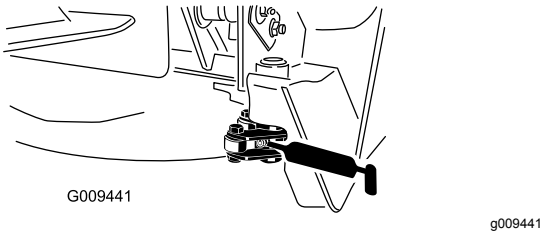

Figuur 68
- 2 draaipunten van sluiting (Figuur 68)